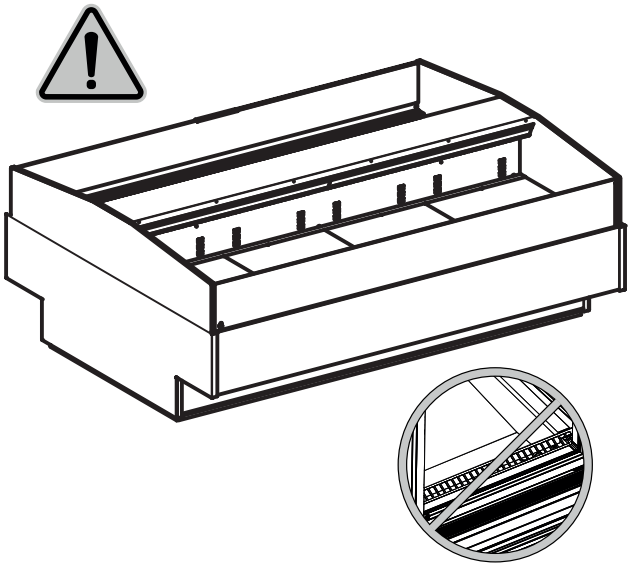

Fig. 44
- A mercadoria não obstrua o correto fluxo do ar refrigerado ("Fig. 44")